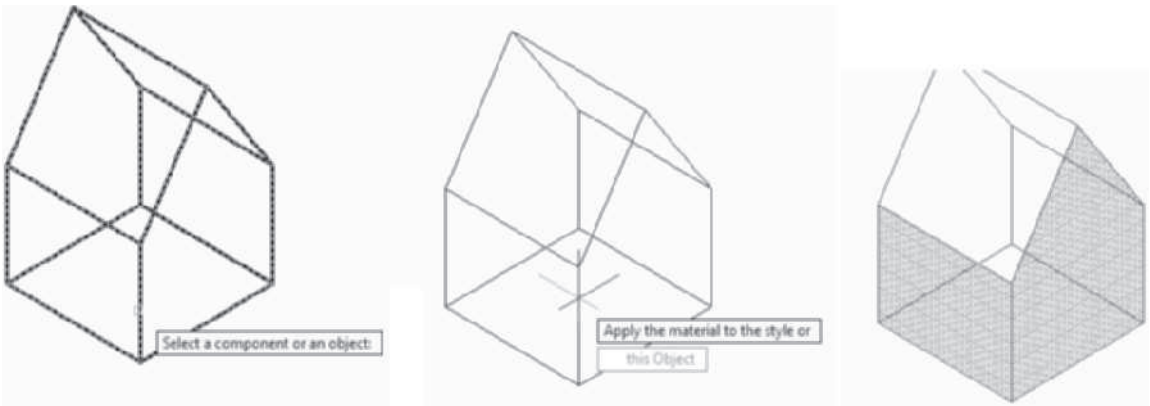

FIGURE 4.60 *Mass Element Style Properties dialog box*
2. Respond to the command prompt; select a component or an object and select the mass element as shown in Figure 4.60. Press ENTER to apply the material to the style of the mass element.